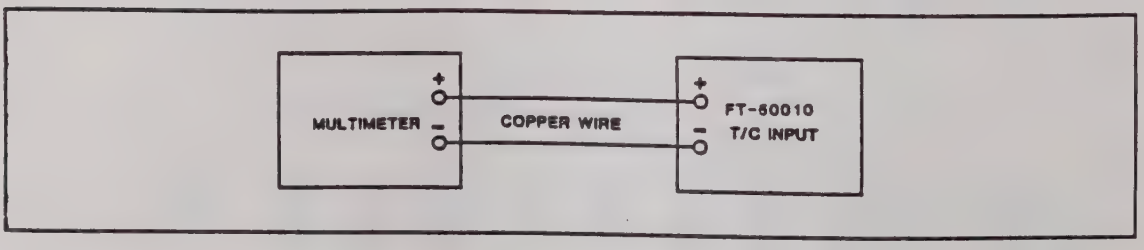

Figure 4-2. Calibrator Output Verification
1. Connect the thermocouple input to a 5-1/2 digit multimeter as shown in Figure 4-2. Set the voltmeter to volts dc, 200 mV range.